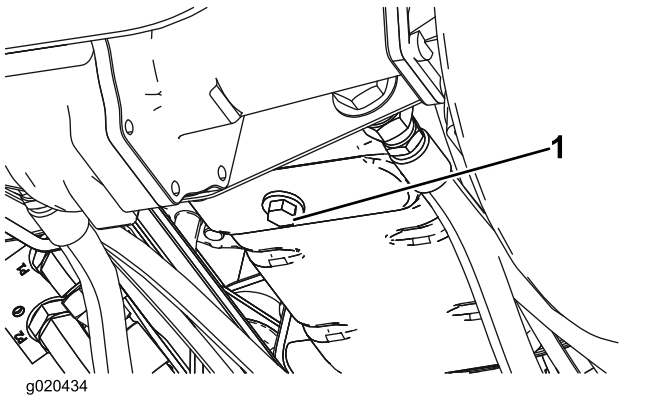

Figur 75
1. Fjern aftapningsproppen (Figur 75), og lad olien flyde over i drænbakke. Når al olien er drænet, skal aftapningsproppen monteres.